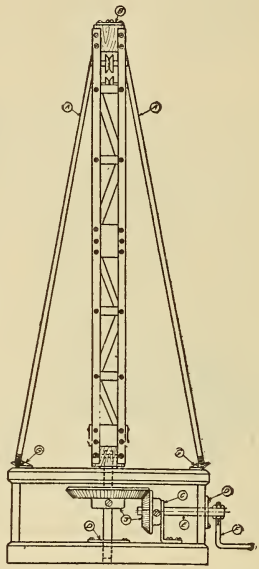

Fig. 250—The back of the derrick
When the sides are all fastened together, square wooden blocks (J), Fig. 242, are fastened at each end by screwing the sides to the wood blocks. The block at the bottom or the end nearest to where the boom swings has a rod (H) 5 inches long held by a pin (I). This rod (H) is a shaft for the bevel gears (J), Fig. 250. Its diameter is dependable upon the size of the hole in the bevel gears.
The mast is mounted on a box-like base in which bevel gears are mounted for turning the derrick and switches for controlling the hoist. Fig. 250 shows a front view of the apparatus.